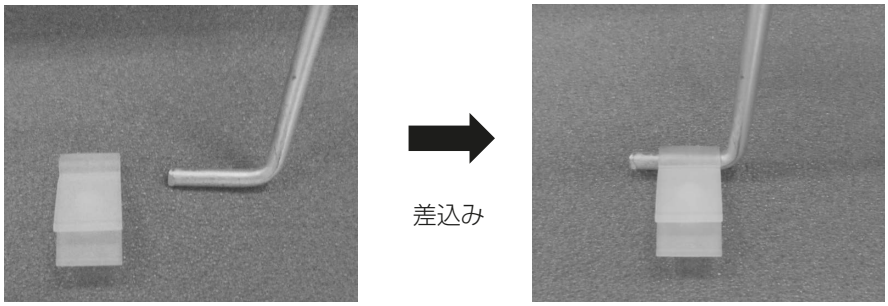

図5
2. クランプにフィルター押え金具を差込み、スペーサー内側フレームの丸穴にクランプを固定する。（図 5、6）